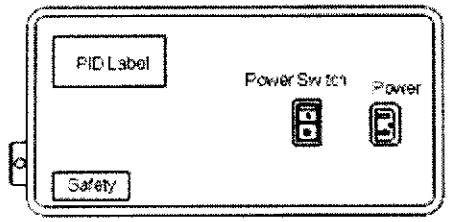

Figure 2 Hysteroscopic Morcellation System Control Unit - Rear panel
There is one connector and a ground terminal on the rear panel (Figure 2).
2. Locate the fuse tray just above the power cord socket and just below the fuse label (refer to Figure 2 rear panel view).